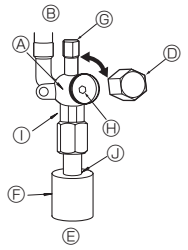
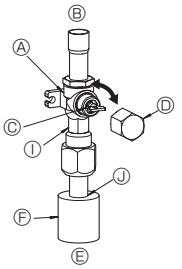

Fig. 4-6
Fig. 4-7
(1) Côté liquide de la vanne d'arrêt (Fig. 4-6)
① Retirez le bouchon, et tournez la tige de soupape à fond dans le sens antihoraire avec une clé hexagonale de 4 mm. Arrêtez de tourner quand elle frappe la retenue. (env. 10 tours)
② Vérifier que la vanne d'arrêt est complètement ouverte et tourner le capuchon pour le ramener sur sa position d'origine.
(2) Côté gaz de la vanne d'arrêt (Fig. 4-7)
① Retirer le capuchon, tirer la poignée vers soi et tourner d'un quart de tour dans le sens antihoraire pour ouvrir la vanne.
② Vérifier que la vanne d'arrêt est complètement ouverte, pousser la poignée et tourner le capuchon pour le ramener sur sa position d'origine.